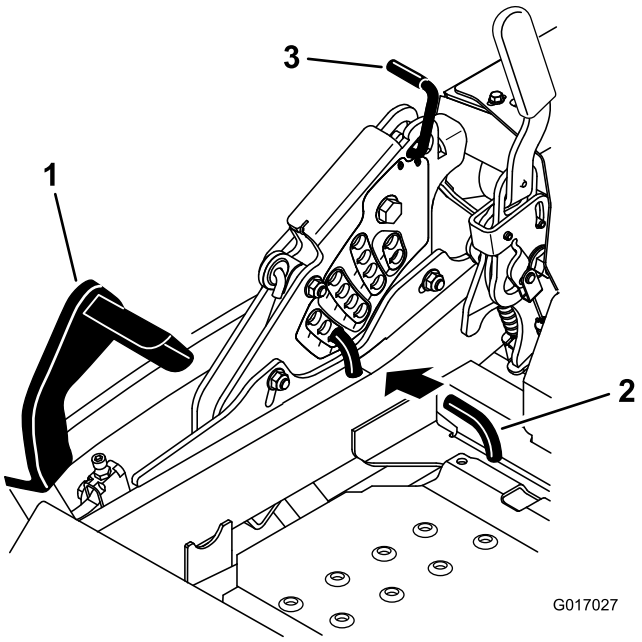

Figuur 82
5. Druk het voetpedaal helemaal naar voren en het maaidek zal worden vergrendeld in de transportstand van 14 cm (Figuur 82).